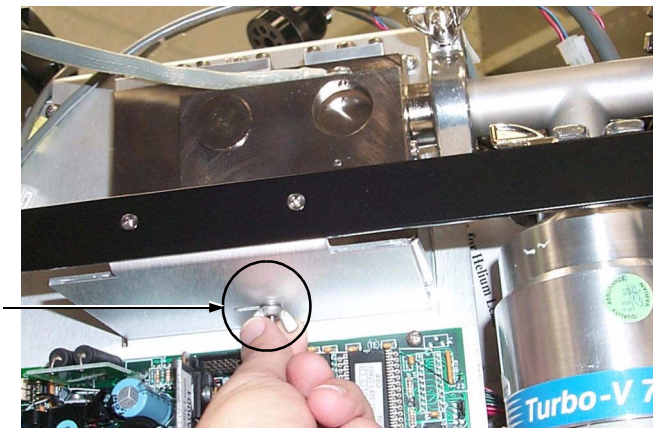

Figure 5-24 Wing Nut under Shelf
6. Taking care not to damage the turbo pump controller PCB located underneath the shelf, remove the wing nut, locking washer, and flat washer located underneath the shelf and below the spectrometer tube (Figure 5-24).